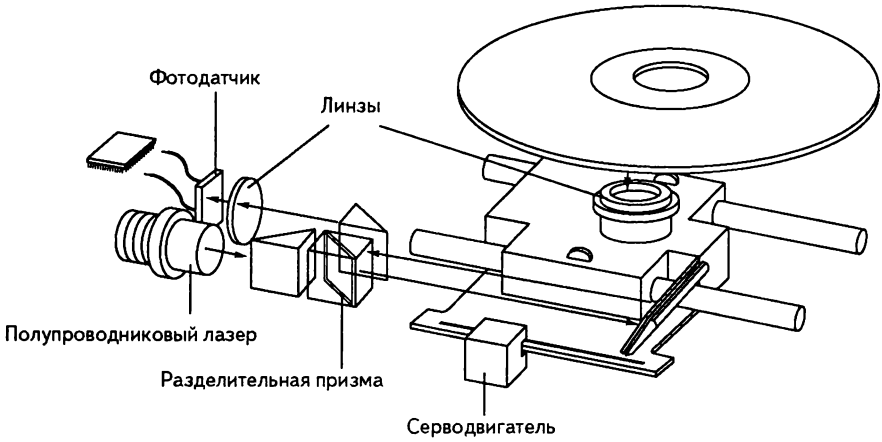

Рис. 13.1. Структура накопителя CD-ROM
1. *Полупроводниковый лазер* (рис. 13.1) генерирует маломощный инфракрасный луч, который попадает на отражающее зеркало.